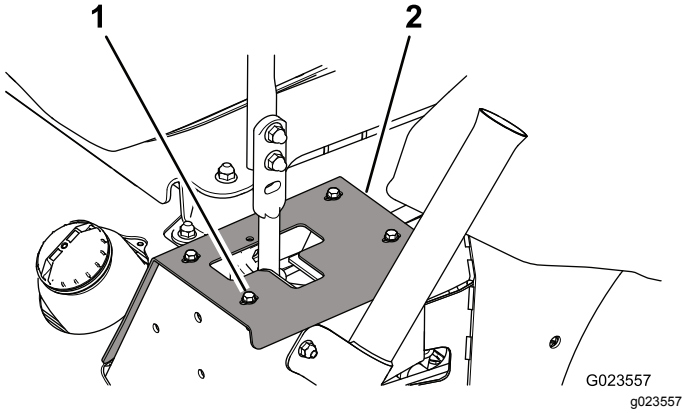

Figur 62
2. For tilgang til dempermonteringsboltene, fjern boltene som fester stopplatene til rammen (Figur 62).